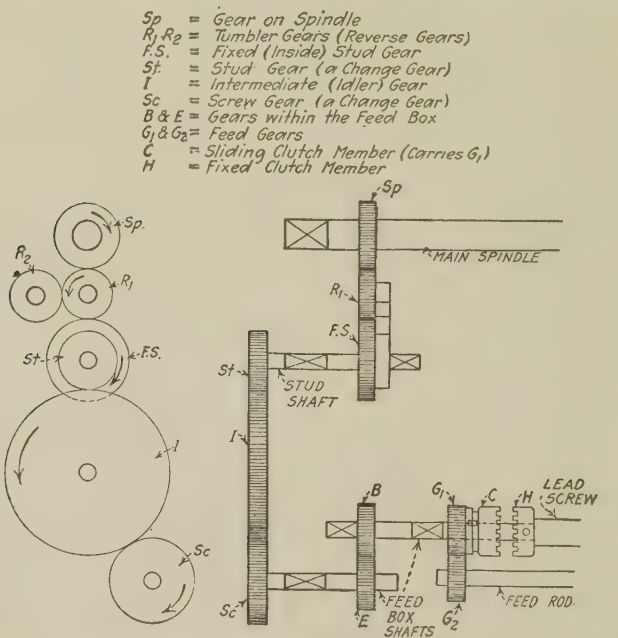

FIG. 27.—Gearing from main spindle of lathe to feed rod and lead screw.
38. The Tumbler-gear Train and the Change-gear Train.—Fig. 27 illustrates the gearing from the spindle to the feed rod. The gear *Sp* is keyed to the spindle and transmits motion through the tumbler gear R_1 to the inside stud gear or fixed stud gear *F.S.* which is keyed to the stud shaft. (The use of the gear R_2 will be explained presently.) This train of gears is called the tumbler-gear train or sometimes the reverse-gear train and is usually within the headstock casting.